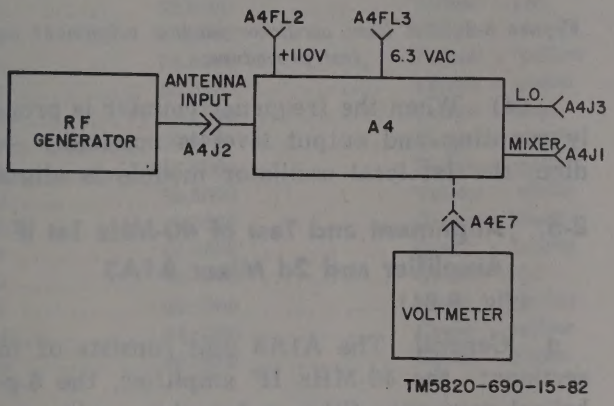

Figure 8-2. Preamplifier and band selector assembly alignment test setup.
a. Before power is applied, check resistances to ground (para 7-10*e*). If no discrepancies are noted, proceed to the test setup (fig. 8-2) and application of power (*b* below). If troubles are noted in resistance readings, refer to paragraph 7-7, preamplifier and band selector assembly, troubleshooting procedure.
c. Connect the RF generator and voltmeter with an RF probe as shown in figure 8-2. A signal input level of -50 dbm (700 μv) from the RF generator should be sufficient. A voltage stepup of 10 to 15 db should be noted from the